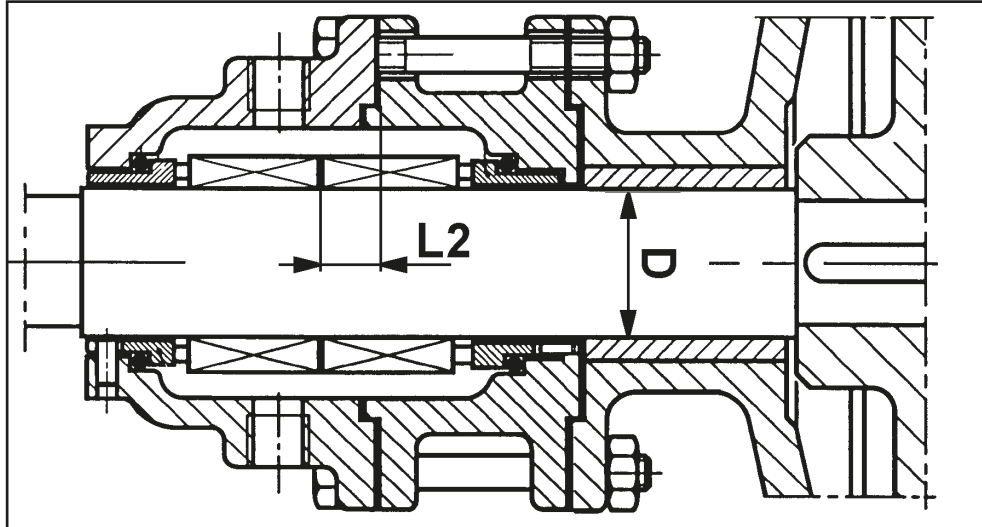

fig.26
N.B. Le tableau indique le diamètre D de l’arbre et la distance L2 entre la garniture (66.1) et le porte-garniture (77) avec la bride/ support (09) qui n’est pas bloquée mais posée contre le rotor (fig. 26).